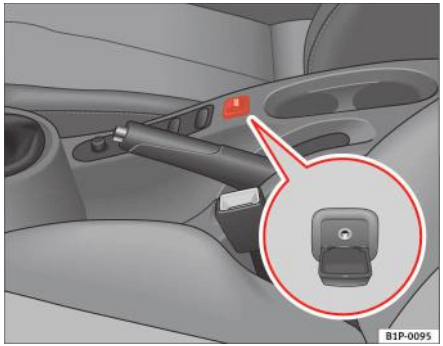

Fig. 100 Mufa pentru intrarea audio auxiliară
– Ridicați capacul AUX ⇒ fig. 100.